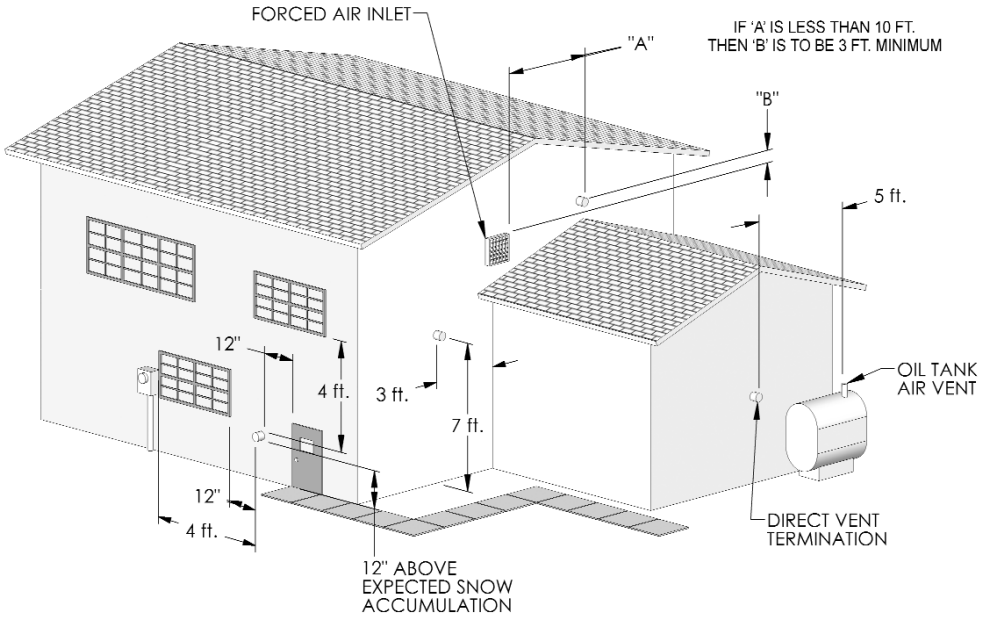

Figure 3.2: Exit Terminal Location for Mechanical Draft and Direct-Vent Venting Systems
a. See Figure 3.2 for an illustration of clearances for location of exit terminals of direct-vent venting systems.